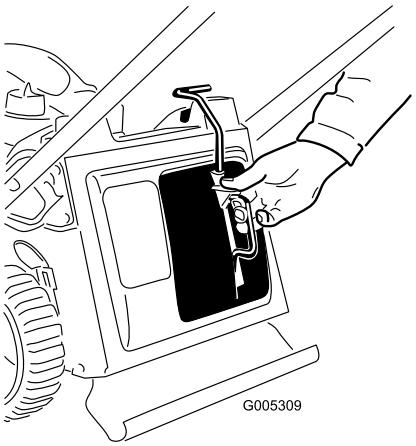

Figur 8
2. Klem knappen på spaken med tommelen og sett kvernepluggen helt inn i åpningen (Figur 8).